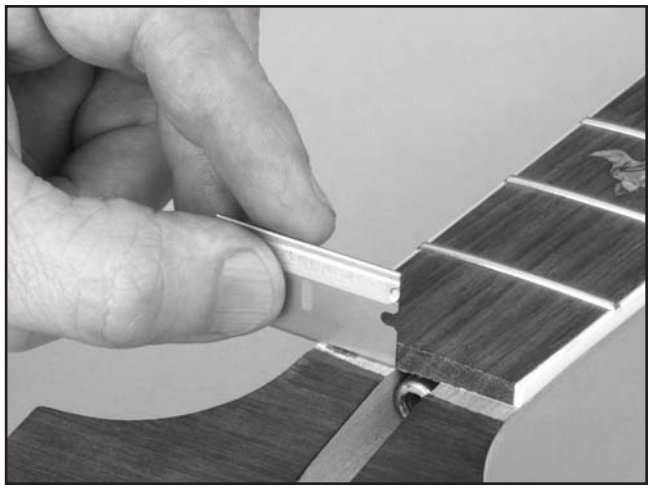

Figure 30. Installing the locking nut.
3. Drill 3/8" deep holes through the two holes shown in **Figure 30.**